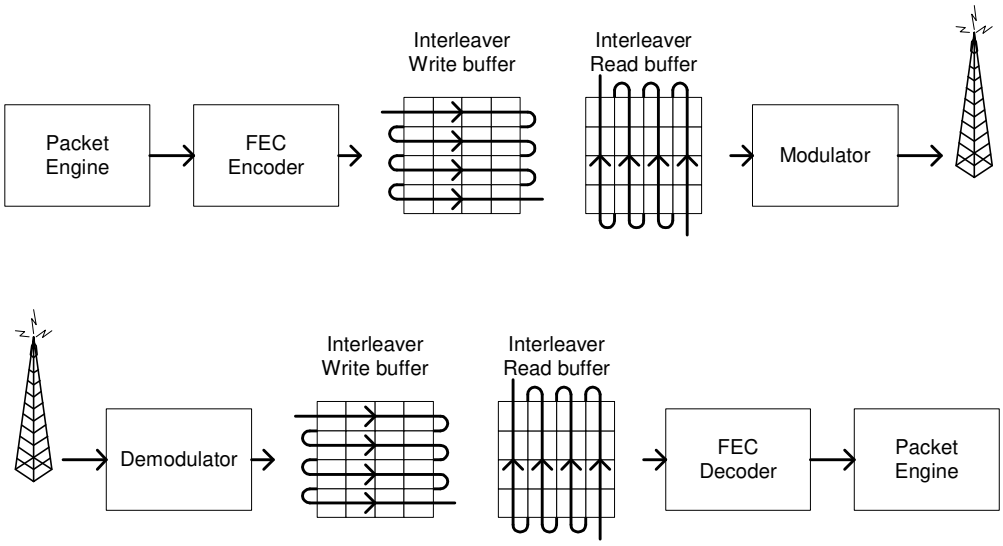

**Figure 14: General Principle of Matrix Interleaving**
**CC2500** employs matrix interleaving, which is illustrated in Figure 14. The on-chip interleaving and de-interleaving buffers are 4 x 4 matrices. In the transmitter, the data bits from the rate ½ convolutional coder are written into the rows of the matrix, whereas the bit sequence to be transmitted is read from the columns of the matrix. Conversely, in the receiver, the received symbols are written into the rows of the matrix, whereas the data passed onto the convolutional decoder is read from the columns of the matrix.